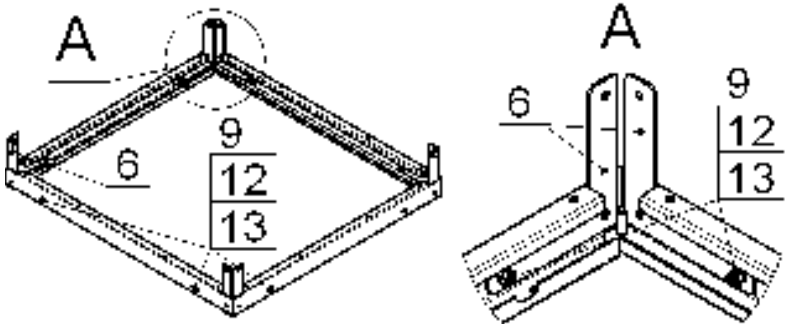

Рис.3
3. Закрепить на профилях, поз.1 и 2 угольники, поз.6 на крайние отверстия болтами, гайками и шайбами, поз.9, 12 и 13, как показано на рис.3. Гайки не затягивать.